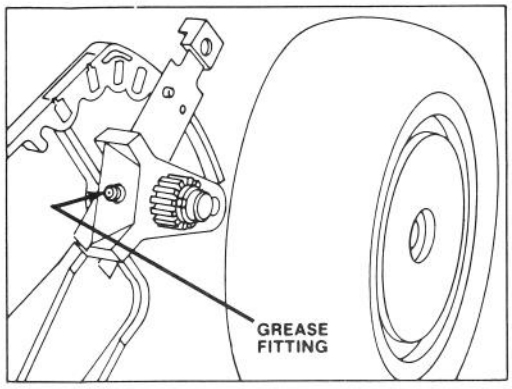

Figure 15
2. GREASE FRONT AXLE PIVOTS (Fig. 15) – Adjust height-of-cut to 3-inch setting and loosen wheel bolt to get additional clearance around grease fitting. Wipe grease fitting with clean rag. Install grease gun onto fitting and gently apply 2 or 3 pumps of #2 Multi-Purpose Lithium Base Grease. Excess pressure may damage seals.